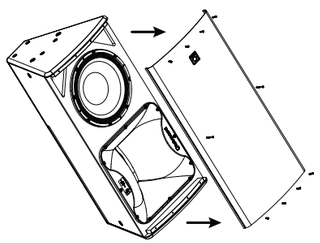

Fig. 1
2. グリルを固定している 10 本のポジドライブネジを外し、グリルを脇に置きます（図 1）。
14. グリルを交換し（図 1）、使用前にキャビネットの位相を確認します。